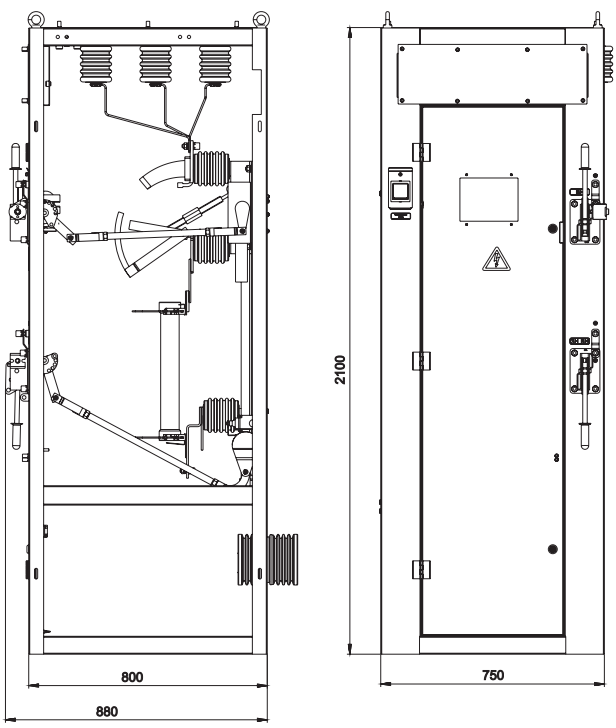

Рис. 1
- **ВНПР – «Гомельский завод энергооборудования» (рис. 1);**
- **ВНА – ОАО «Самарский завод Электрощит» (рис. 1);**